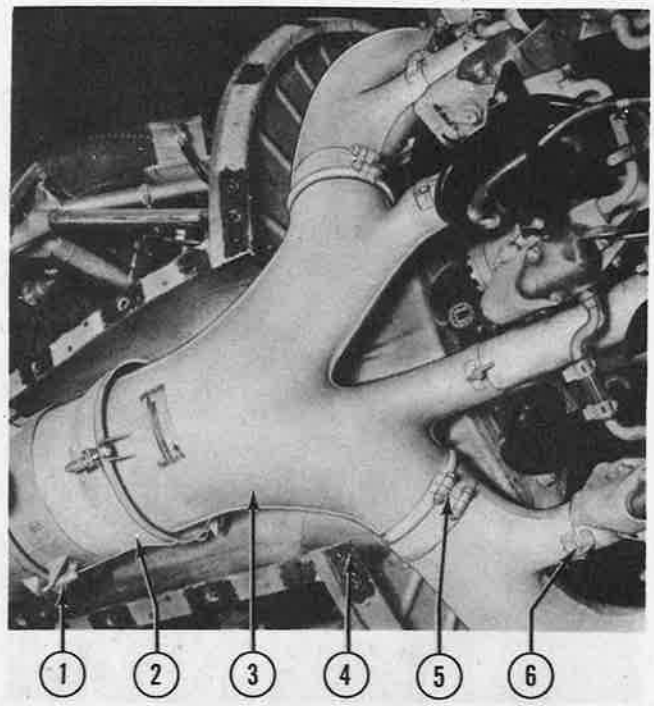

Figure 223—Exhaust Collector Ring Installed
4. INSTALLATION. *(See figure 223.)*